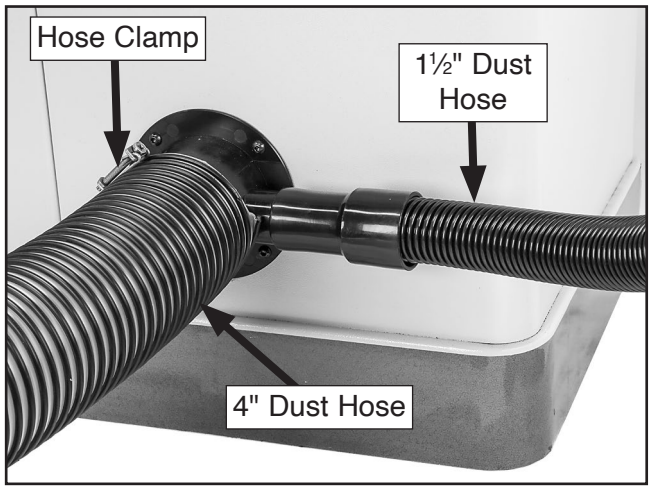

Figure 37. Dust hoses attached to port.
1. Fit 4" dust hose over dust port, as shown in **Figure 37**, and tightly secure it in place with a hose clamp.